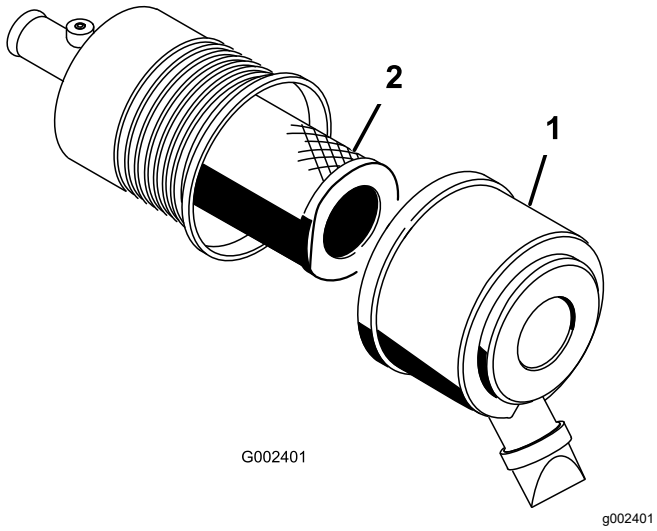

**Figur 33**
1. Lossa spärrhakarna på luftrenaren och dra av luftrenarkåpan från luftrenarhuset (Figur 33).
3. Dra försiktigt ut filtret ur luftrenarhuset (Figur 33).
5. Skjut försiktigt på filtret över röret (Figur 33).
6. Sätt tillbaka luftrenarkåpan med sidan uppåt och fäst spärrhakarna (Figur 33).